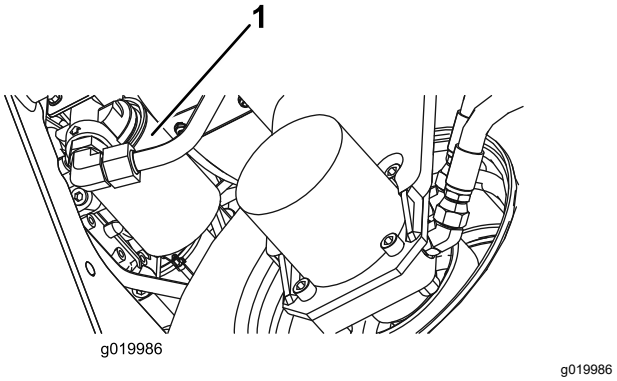

**Figur 76**
2. Rengör runt området där filtret ska monteras. Placera ett avtappningskärl under filtret (Figur 76) och avlägsna filtret.